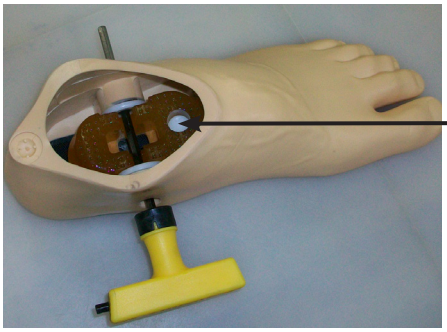

FIGURE 7: Loosely aligning the internal components.
3. Use a hex wrench to loosely align the bumper and components. Then, lubricate the proximal surfaces of the bumper with white lithium grease (FIGURE 7).